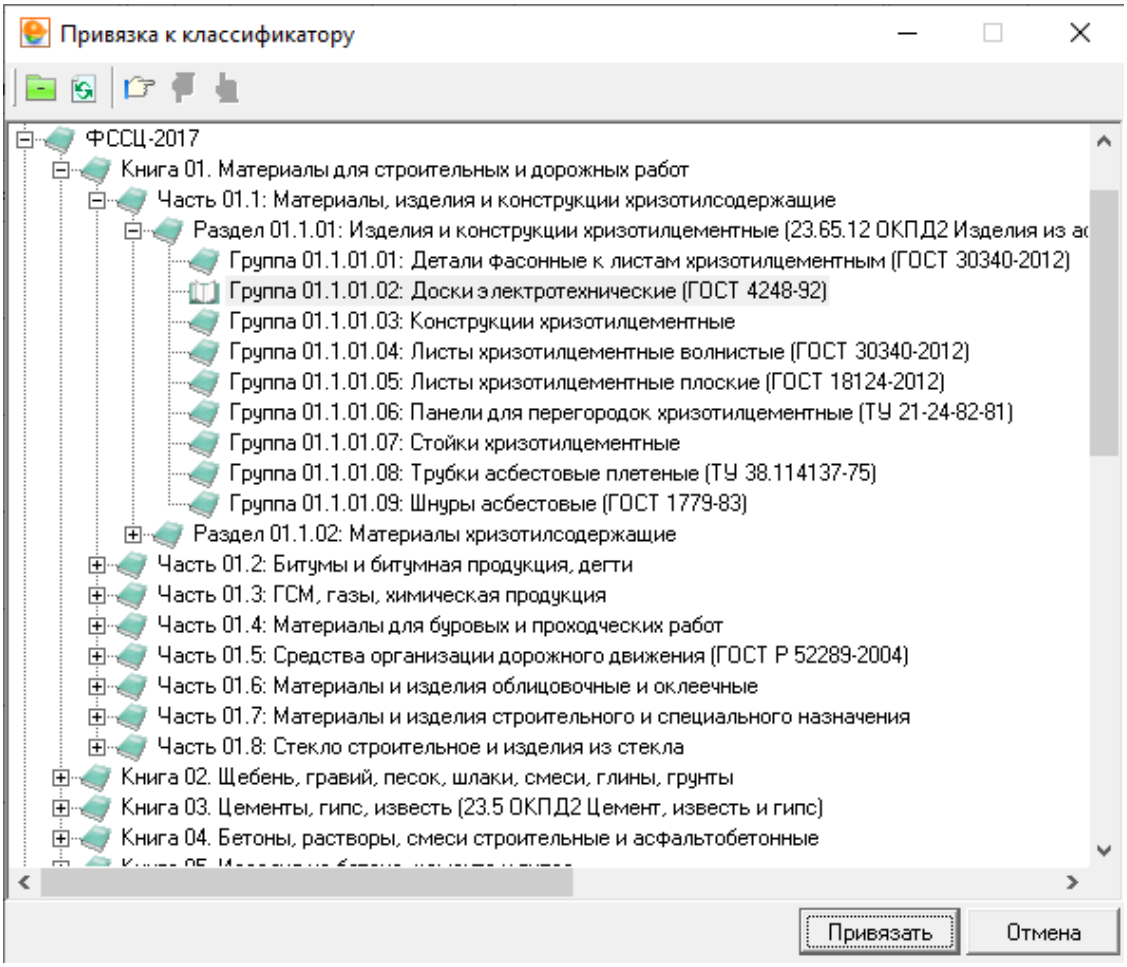

Рис. 1. Привязка к классификатору
4. Теперь необходимо привязать ресурсы из нормативной базы к созданной структуре. Откройте сборник, включите режим редактирования (кнопка либо сочетание клавиш **<Ctrl+E>**), щелкните правой клавишей мыши по ресурсу и в контекстном меню выберите пункт **Дополнительные операции – Привязать к классификатору**. В окне **Привязка к классификатору** (см. рис. 1) выберите нужный пункт и нажмите **Привязать**.